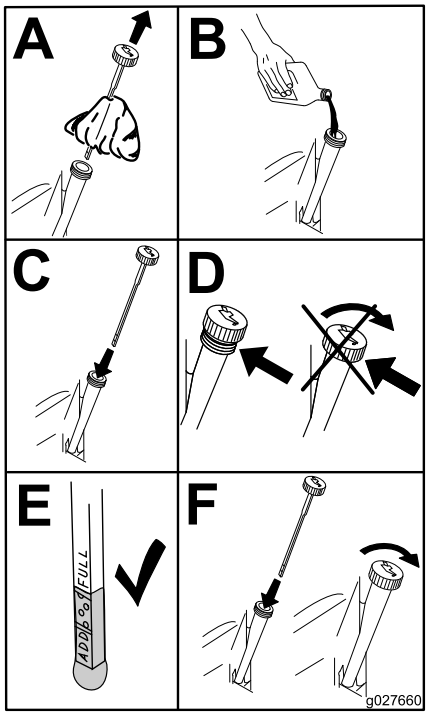

Figur 54
4. Slå langsomt cirka 80 % av den spesifiserte oljen ned i påfyllingsrøret, og tilfør sakte resten av oljen til den når **Full**-merket (Figur 54).